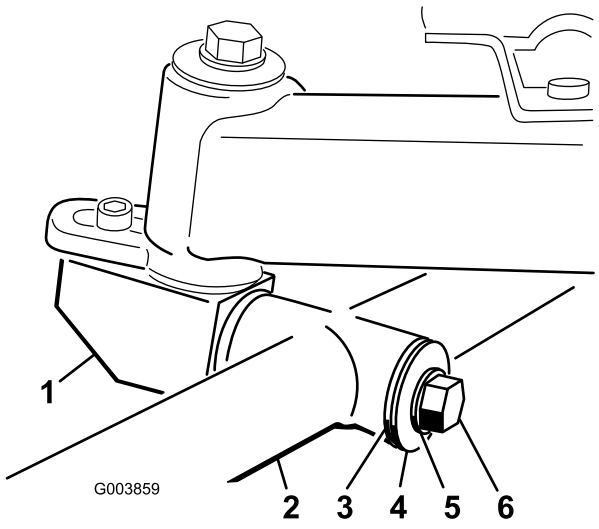

Figur 9
5. Ret monteringskaftet på klippeenheden ind med akserøret på bærerammen. Sæt skaftet i røret (Figur 9).
6. Fastgør skaftet i akserøret med en trykskive, flad spændeskive, låsemøtrik og bolt (Figur 9).